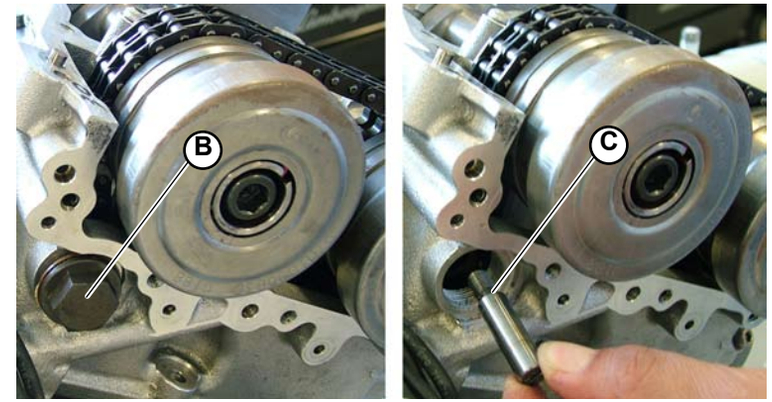

Fig.4
2. Remove the cap (**B-Fig.4**) to access and unscrew the screw (**C-Fig.4**).